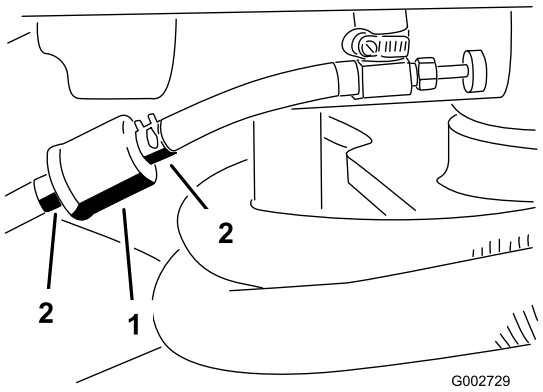

Figur 29
1. Stäng bränslekranen, lossa slangklämman på filtrets förgasarsida och ta bort bränsleledningen från filtret (Figur 29).